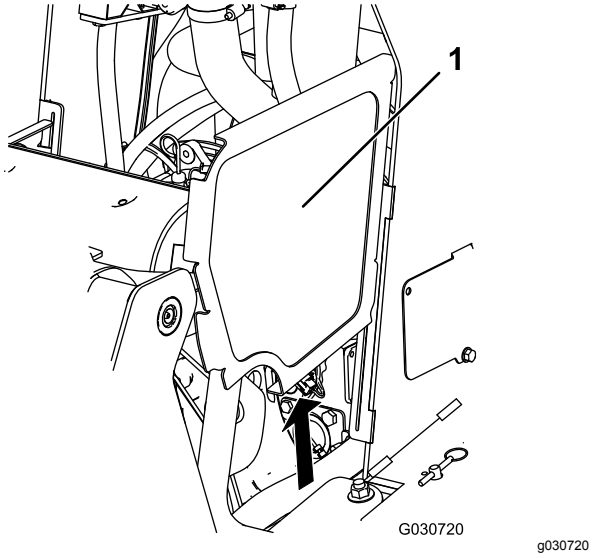

**Rysunek 43**
2. Przesuń osłony boczne (Rysunek 43) do góry, wysuwając z otworów w przedniej osłonie i ramie.